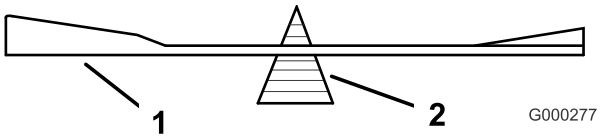

Figur 58
2. Kontroller skæreknivens balance ved at placere den på en afbalanceringsenhed (Figur 58). Hvis skærekniven forbliver i en vandret position, er skærekniven afbalanceret og kan benyttes. Hvis skærekniven ikke er afbalanceret, skal der slibes lidt mere metal af enden af sejlområdet (Figur 58). Gentag denne procedure, indtil skærekniven er afbalanceret.